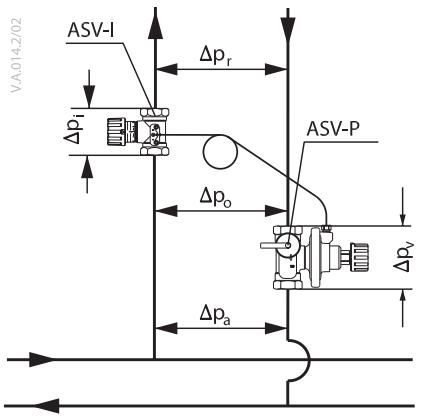

*Fig. 1 Setting of ASV-I = $\Delta p_{riser} + \Delta p_i$*
ASV-I has to be used as partner valve inside control loop (Fig. 1). ASV-I and ASV-P(V) is connected via an impulse tube, and there by giving a constant differential pressure across the riser and ASV-I.
- partner valve inside control loop (Fig. 1). Offers flow limitation on the riser however part of the controlled pressure range is used by pressure drop on partner valve ($\Delta p_i$). It is recommended when flow limitation on each terminal units is not possible.